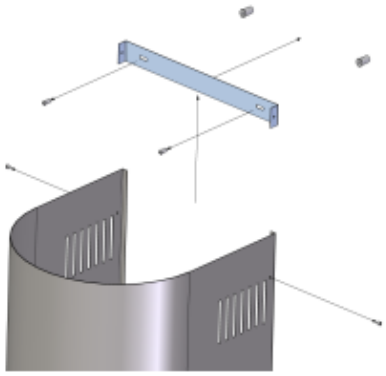

*Рис. 3*
6. Выдвиньте верхний короб (3) и соедините с помощью шурупов (7) с кронштейном (4) (рис. 3).